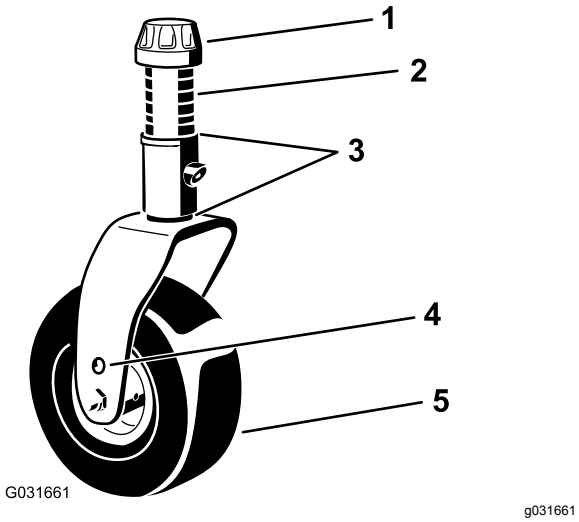

**Figur 38**
4. Brug den medfølgende styrehjulshættenøgle til at løsne strammehætten. Fjern den fra styrehjulsspindlens aksel, og skub styrehjulets aksel ud af styrehjulsarmen (Figur 38).